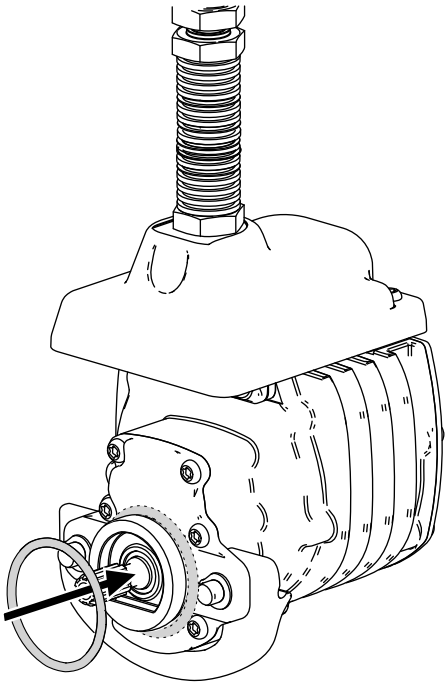

**Figur 10**
3. Montera en o-ring på varje cylindermotor enligt Figur 10.